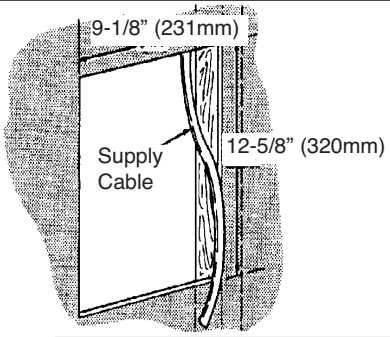

Figure 3
2. Carefully mark and cut a hole in the wall or ceiling measuring 9-1/8" (231mm) wide by 12-5/8” (320mm) high with one side of the hole along the edge of a wall stud or ceiling joist. See Figure 3